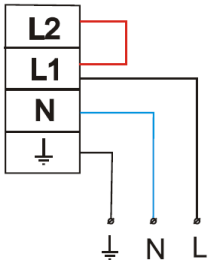

Рис.1
3.2 Сетевой кабель пропускается через сальник и присоединяется к клеммной колодке: L1- постоянная фаза; N- нейтраль. Провод заземления должен быть присоединен к соответствующей клемме колодки, см. рис.1.